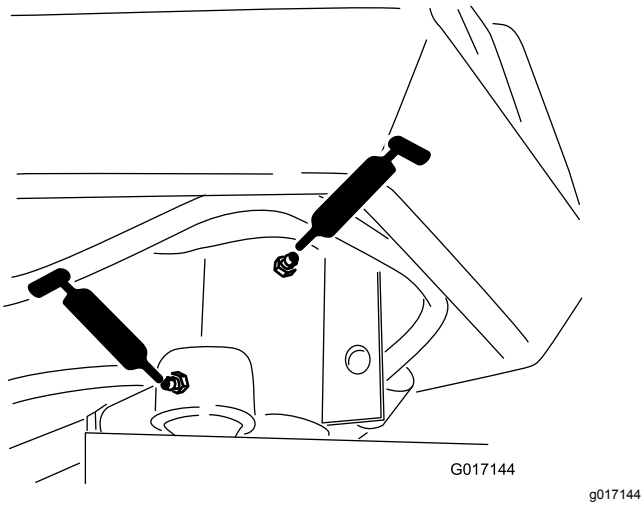

Figuur 36
- Stuurvorkas (1) (Figuur 36)
- Uiteinde van stuurcilinderstang (Figuur 36)